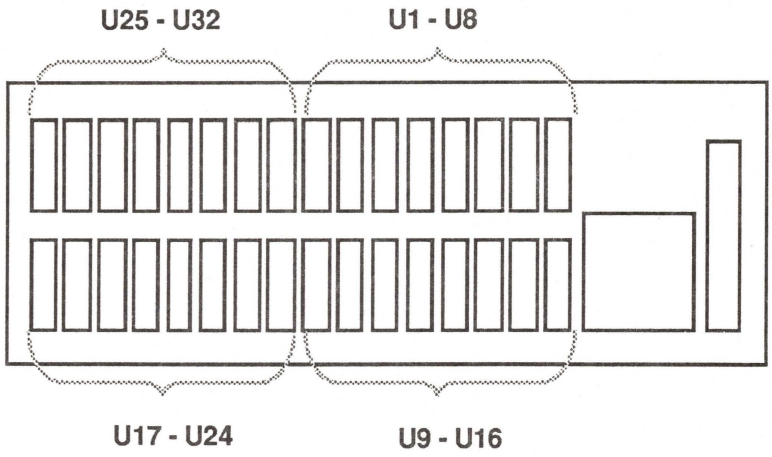

FIGURE 3
a) If a RAM chip fails, a numbered location on the board will be indicated on the screen (Figure 3).